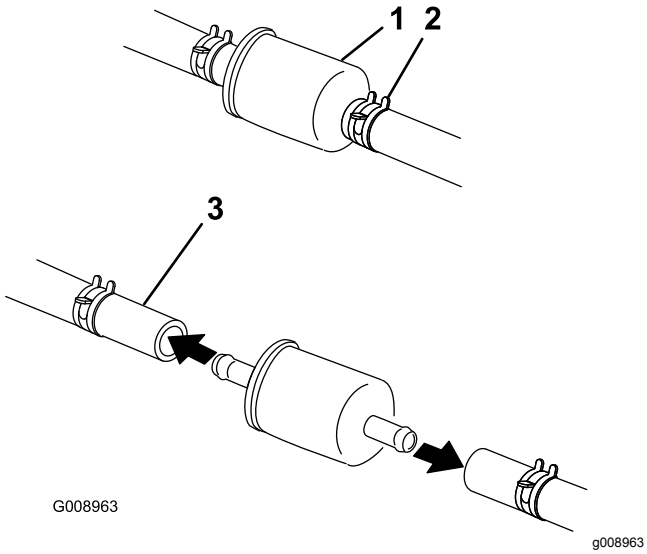

Figuur 69
5. Brandstoffilter vervangen (Figuur 69).